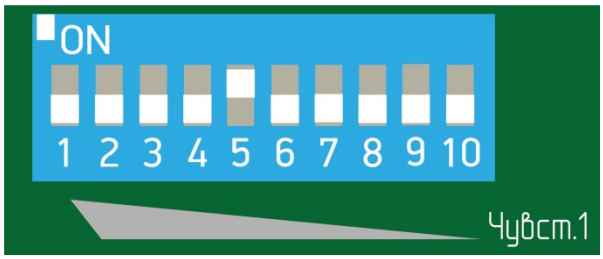

Рисунок 7.14
– установить флажок 5 переключателя регулировки чувствительности (рисунок 7.14) в положение «ON» (верхнее положение), все остальные флажки в нижнее положение;